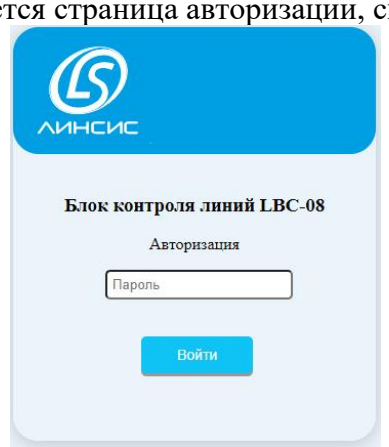

Рисунок 1
5) Нажать «Enter». Откроется страница авторизации, см. Рисунок 1.